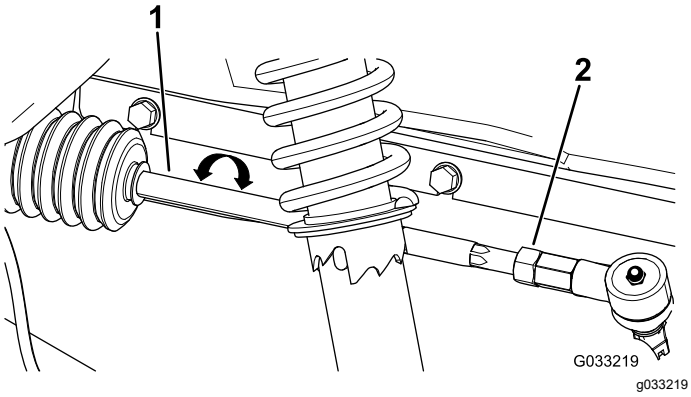

Bild 47
2. Wenn der Wert nicht zwischen 0-6 mm liegt, lösen Sie die Klemmmuttern am äußeren Ende der Spurstangen (Bild 47).